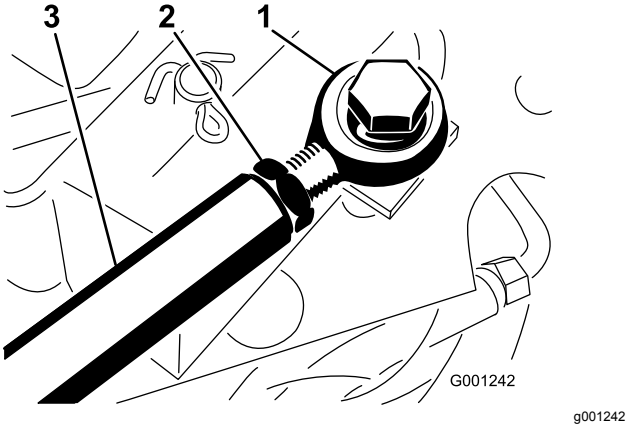

**Figur 79**
Hvis der ønskes yderligere justering, skal traktionsstangen (Figur 79) indstilles som følger:
2. Løsn kontramøtrikken, der holder stangenden fast på traktionsstangen (Figur 79).
4. Stram kontramøtrikken (Figur 79), og fastgør stangenden til traktionspedalen med den bolt og møtrik, du fjernede, for at låse fodpedalens vinkel.